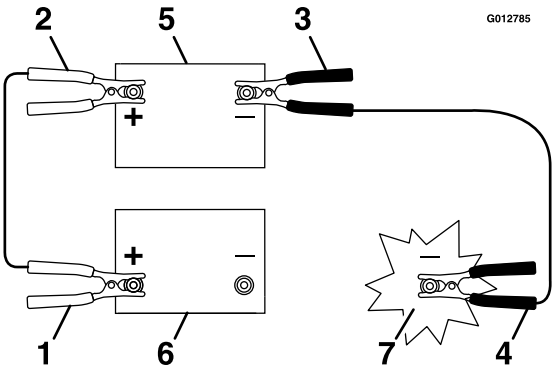

Figuur 50
3. Koppel de pluskabel (+) aan op de pluspool (+) van de ontladen accu die verbonden is met de starter of de solenoïde; zie Figuur 50.